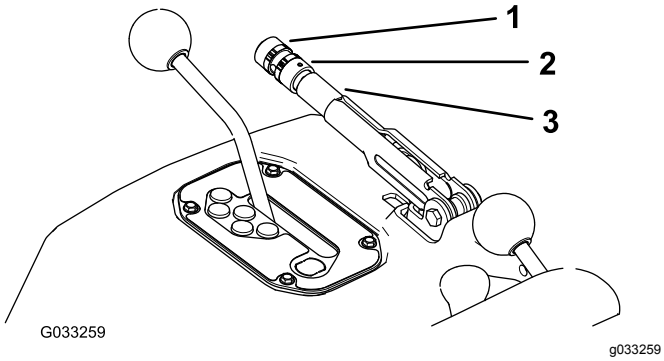

Figur 75
2. Løsn sætskruen, der fastgør skruen til parkeringsbremsehåndtaget (Figur 75).
3. Drej grebet (Figur 75), indtil der kræves en kraft på 20 til 22 kg for at aktivere håndtaget.
4. Tilspænd sætskruen, når du er færdig (Figur 75).